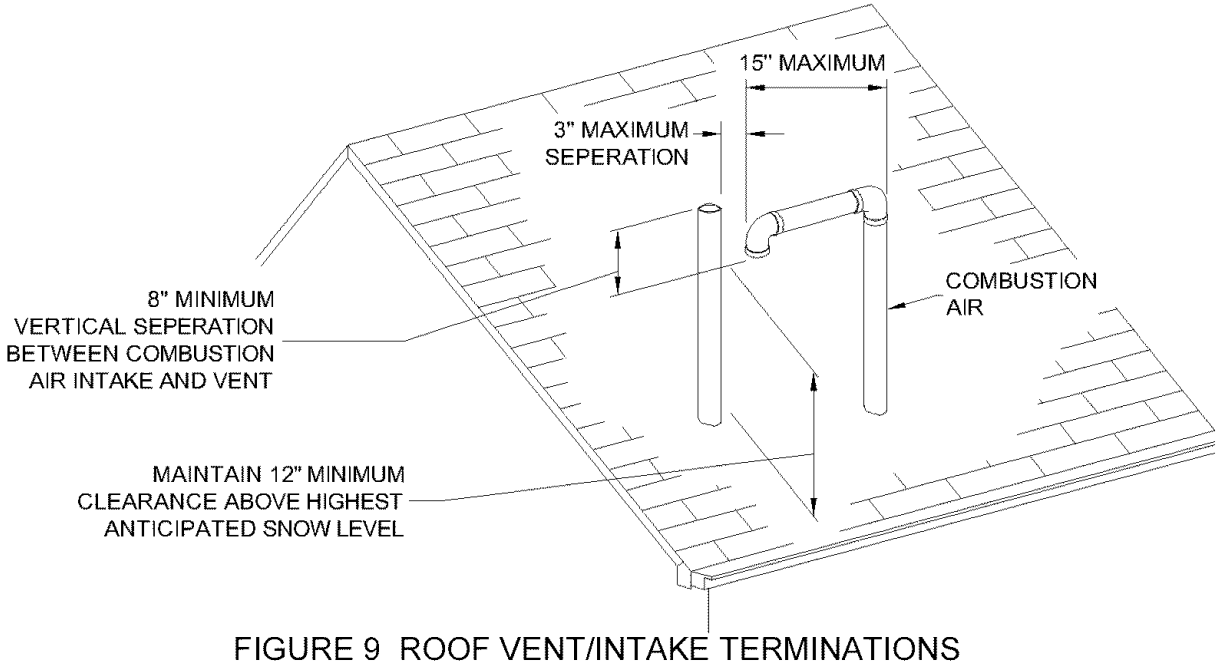

FIGURE 9 ROOF VENT/INTAKE TERMINATIONS
All combustion air and vent pipes must be airtight and watertight. Combustion air and vent piping must also terminate exactly as shown in **Fig.9 or 10.**
1. See Fig.9 & 10 for combustion air and vent pipe roof and sidewall termination. (Roof termi nation is preferred) Combustion air and vent pipes must terminate together in same atmo spheric pressure zone as shown. Construction through which vent and air intake pipes may be installed is a maximum 24 inches, minimum 1/4" thickness.